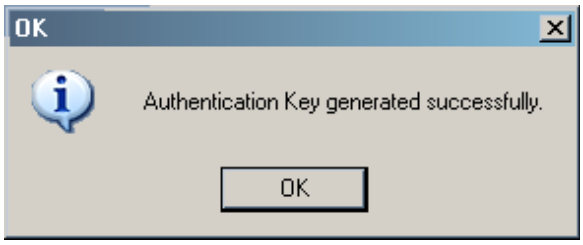

Figure 3-70 Authentication Key Generated Dialog Screen
1. From the TapTalk Main Screen select **Utility/Send DNP Configuration File**. TapTalk will display the Authentication Key Generated dialog screen (Figure 3-70).